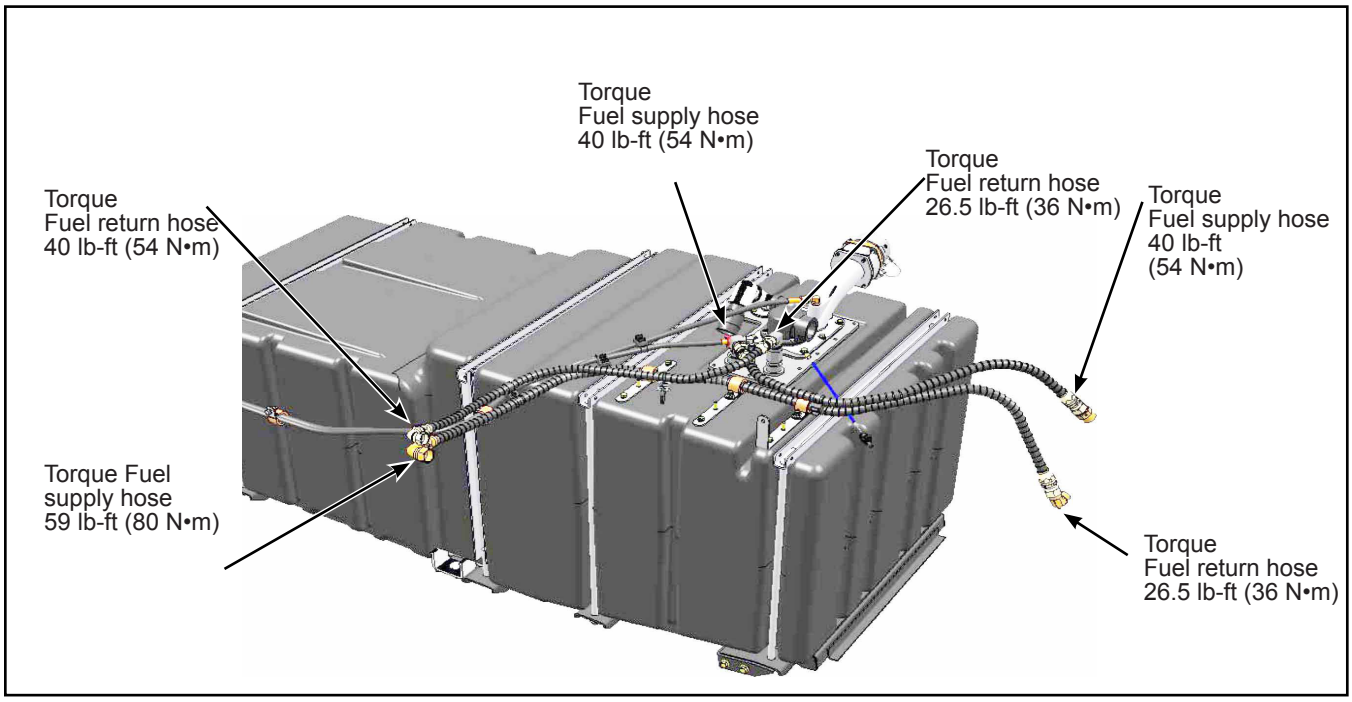

Figure 17 - Fuel Hose Torques
1.32. Install and tighten the fuel hoses to the torques specified in Figure 17.